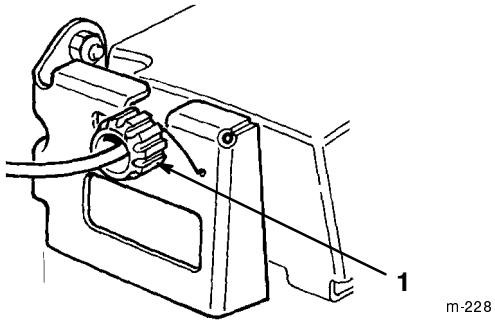

Figure 33
1. Rotate the control knob clockwise 1/2 turn if the lawn mower does not self-propel. If the lawn mower creeps forward, rotate the knob 1/2 turn counterclockwise to loosen the belt (Fig. 33).